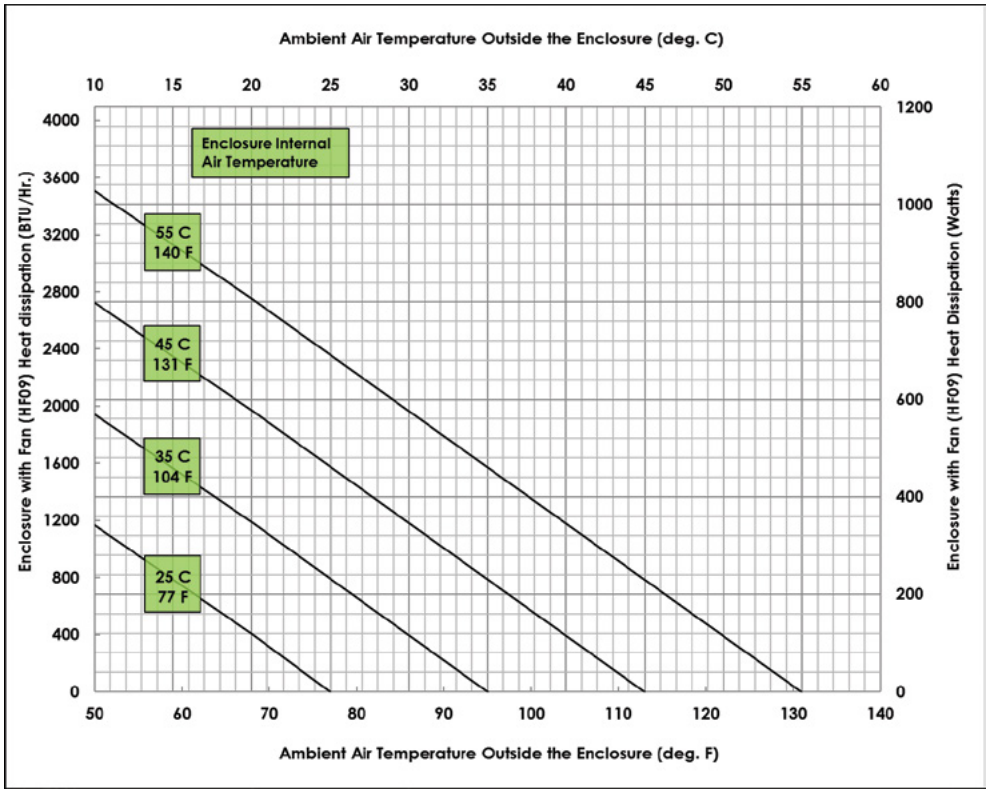

Figure 7:
8. Figure 7 provides the heat dissipation guide for a Panduit Z23 enclosure with a power shield and an HF09 fan with the IP54 filter kit.